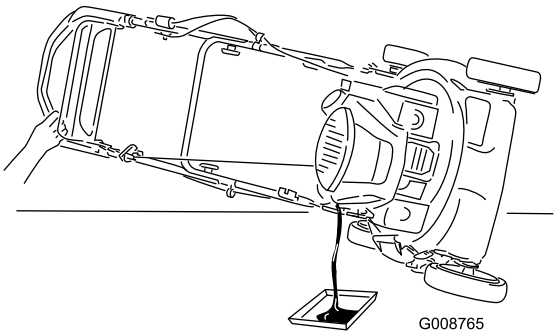

Figur 38
7. Lägg maskinen på sidan med påfyllningsröret nedåt för att tömma ut oljan genom påfyllningsröret i kärlet (Figur 38).